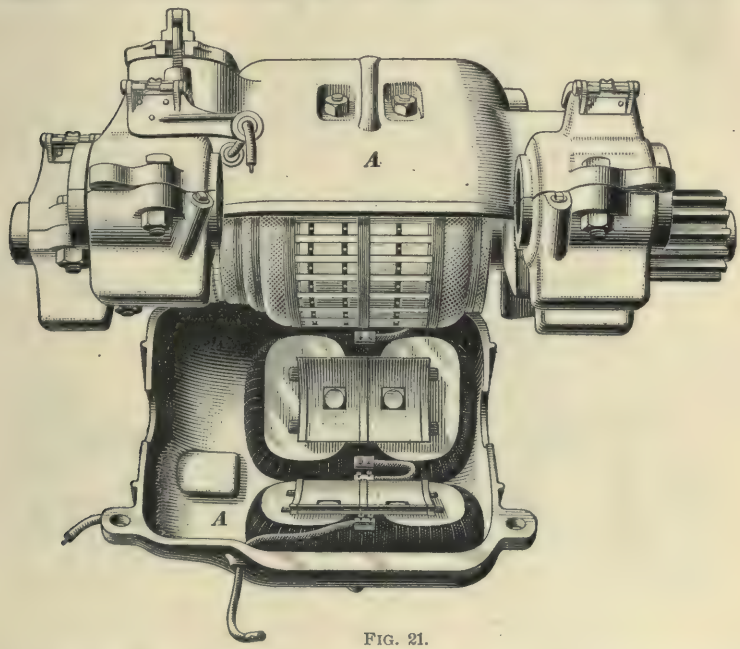

FIG. 21.
**34. Motor Frame.**—The frame is steel, and is cast in two bowl-shaped pieces *A*, *A*, Fig. 21, which are hinged